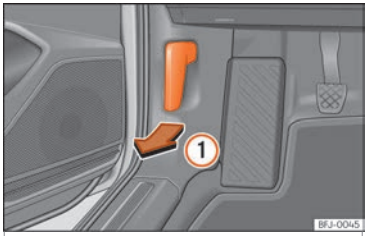

Fig. 13 Leva di sblocco nel vano piedi del lato conducente.
- Aprire la porta e tirare la leva posta al di sotto del cruscotto ››› **fig. 13** ①.